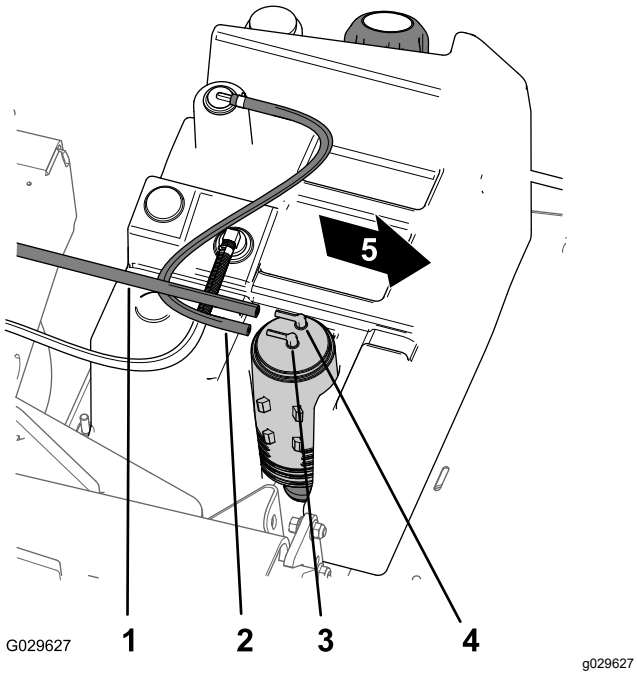

Figuur 47
1. Verwijder de zuigslang van de fitting op de koolstofhouder die gemarkeerd is met 'Purge' (afvoeren) (Figuur 47).
2. Verwijder de slang van de brandstoftank van de fitting op de koolstofhouder die gemarkeerd is met 'Fuel Tank' (brandstoftank) (Figuur 47).
8. Monteer de zuigslang op de fitting op de koolstofhouder die gemarkeerd is met 'Purge' (afvoeren) en de slang van de brandstoftank op de fitting die gemarkeerd is met 'Fuel Tank' (brandstoftank) (Figuur 47).